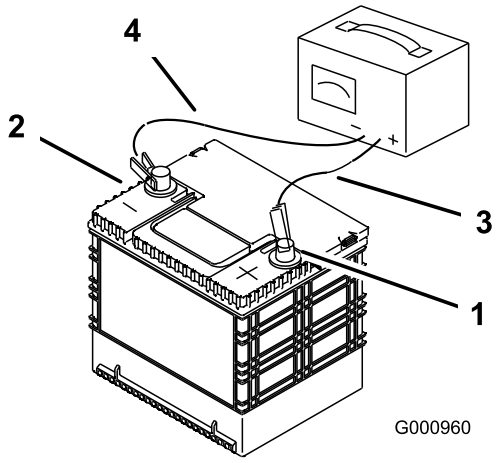

**Figuur 58**
2. Zodra de accu volledig is opgeladen, haalt u de acculader uit het stopcontact en maakt u vervolgens de oplaadkabels los van de accuklemmen (Figuur 58).